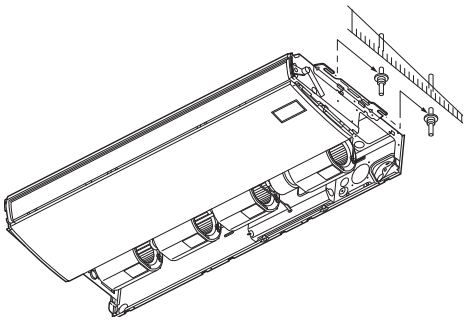

Fig. 2-86
b) Lift the indoor unit, and place it on the washers through the notches, in order to fix it in place. (Fig. 2-86)